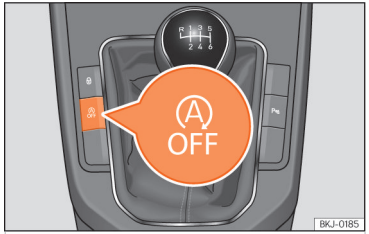

Abb. 83 Mittelkonsole: Systemtaste Start-Stopp.
- Um das Start-Stopp-System manuell aus-/einzuschalten, drücken Sie die Taste ›››(Abb. 83)